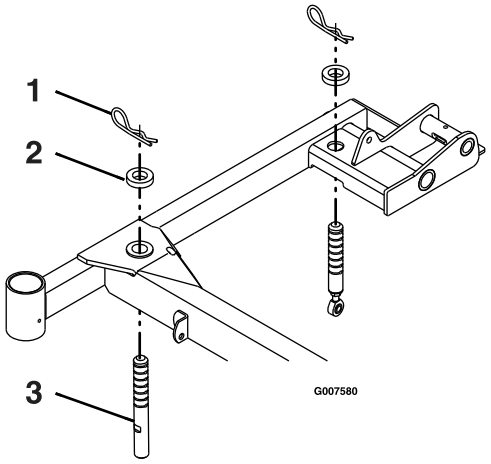

Figuur 69
3. Controleer of alle haarspeldveren zich bevinden in de 7,62 cm gaten van het maaidek met de afstandsstukken onder de haarspeldveren (Figuur 69).
4. Stel elke steunpen van het maaidek korter of langer in zodat het uiteinde van het mes een hoogte heeft van 7,62 cm aan de voorkant van het maaidek en 8,26 cm aan de achterkant van het maaidek (Figuur 69).